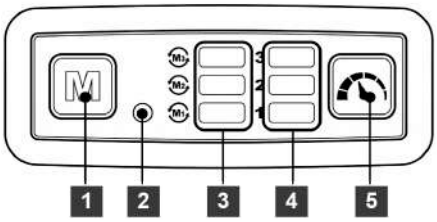

Рис. 9
Модель **CW 2005SL** (рис. 9)
Модель CW 2005SL имеет четыре режима ограничения максимальной частоты вращения, переключаемые последовательным нажатием на кнопку переключения скорости «5» (Рис. 9).
3. Включите режим автоматической остановки, нажав на кнопку «M». Индикатор включения режима «3» должен загореться (Рис. 9).